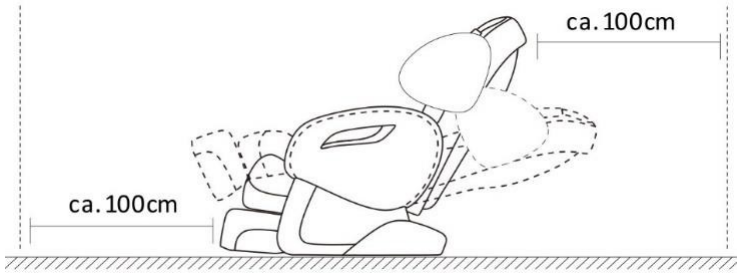

Fig. 1
- that there is sufficient space to the front and to the rear. (see fig. 1)